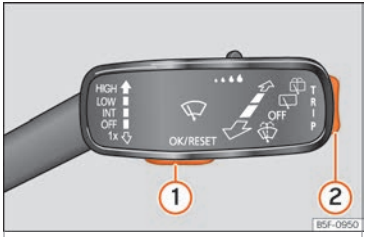

Fig. 74 Wiper lever: control keys.
As long as a priority 1 ››› **page 75** warning is active, it will not be possible to access any menu. Some warnings can be confirmed and hidden with the button ››› **Fig. 74** ①.